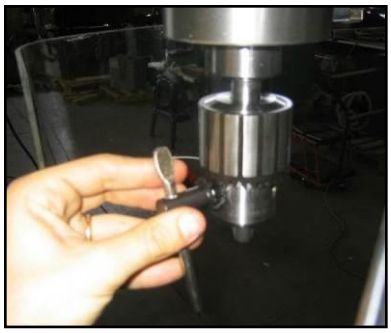

Figura 40 – Chiave mandrino
2. Fissare saldamente l'utensile serrando il mandrino tramite la chiave fornita in dotazione, come mostrato in figura 40.